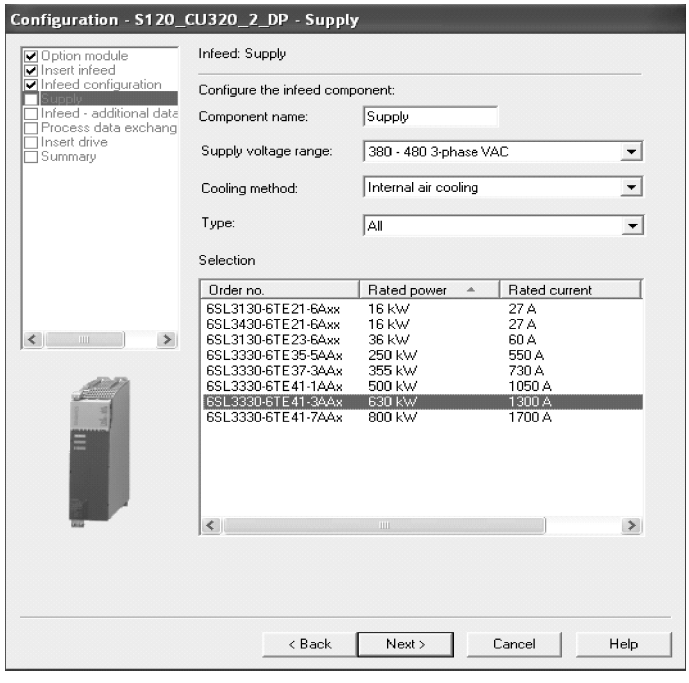

图 7-15　选择回馈整流装置
2) 选择电源电压范围、冷却方式,在设备列表中选择与实际设备对应的模块,然后单击“Next”,如图 7-15 所示。